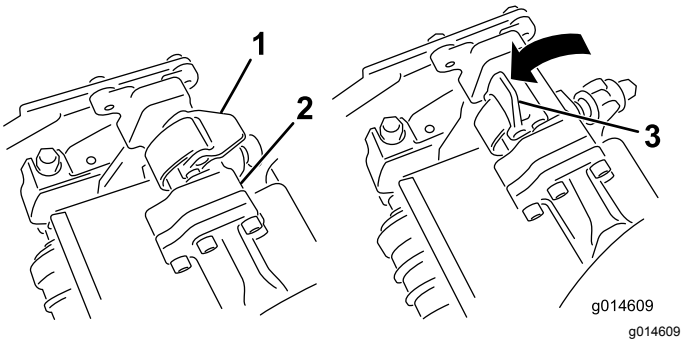
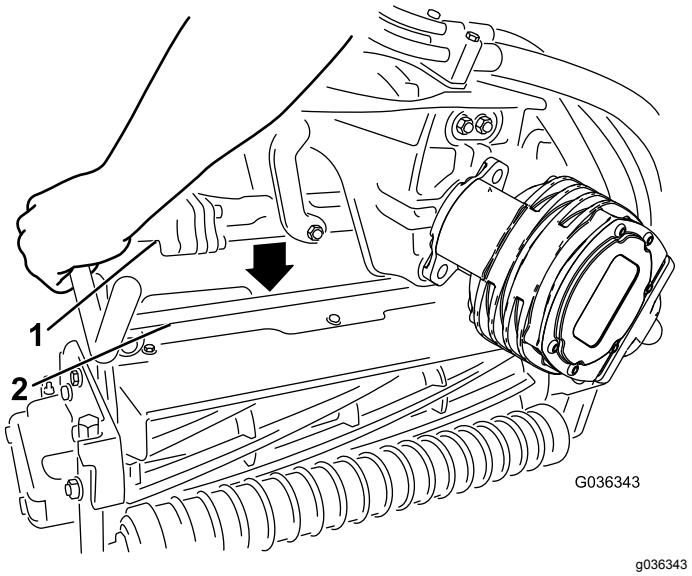

Figur 51
Figur 52
4. Åpne låsene på hjulopphengsarmbøylen slik at de peker opp (dvs. at de er åpne) (Figur 51), og trykk hjulopphengsarmen ned så bøylen ligger over klippeenhetens bøyle (Figur 52).
5. Skyv låsene ned og rundt klippeenhetsbøylen og lås dem slik at de sitter på plass (Figur 51).
5. Åpne låsene på hjulopphengsarmbøylen til klippeenheten du skal fjerne (Figur 51).